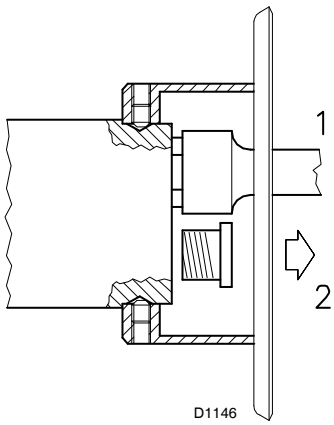

Fig. 12
- ➤ Fit two nozzles with the box spanner (16 mm) 1)(Fig. 12), after having removed the plastic plugs 2).